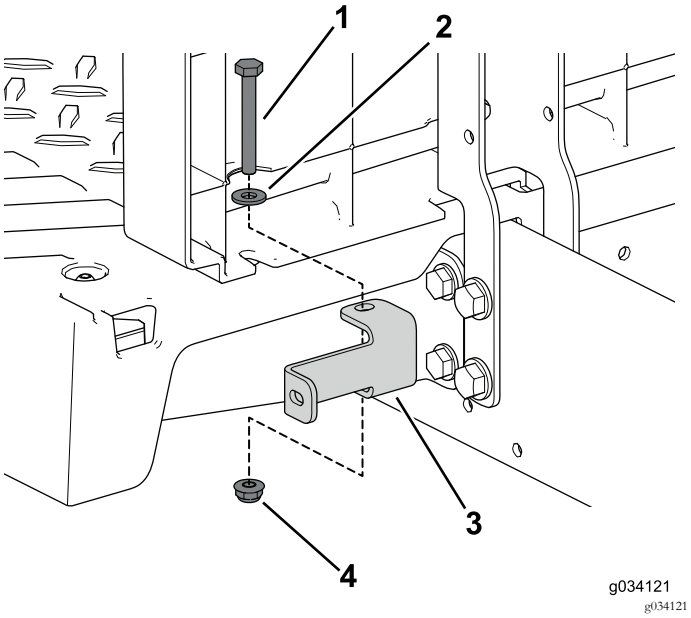

Figure 41
6. Servez-vous des 2 boulons (¼" x 2"), de la rondelle et du contre-écrou pour fixer les supports de panneau gauche et droit sur la machine (Figure 41).